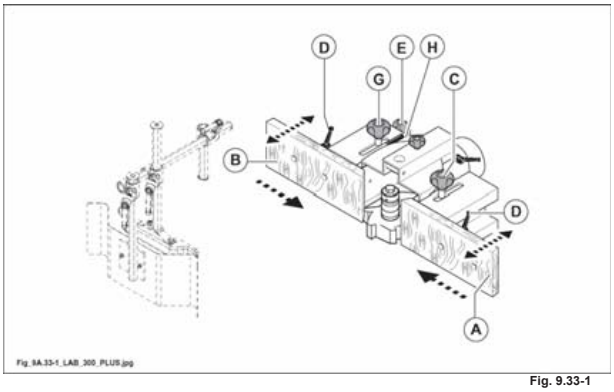

Fig. 9.33-1
Regolazione contemporanea delle guide A e B (fig. 9.33-1).
- Registrare la guida (A fig. 9.33-1) tramite pomello (E fig. 9.33-1) previo allentamento del pomello (C fig. 9.33-1).
- Registrare la guida (B fig. 9.33-1) tramite pomello (E fig. 9.33-1) previo allentamento del pomello (G fig. 9.33-1).
- Le semiguide (A e B fig. 9.33-1) devono essere il più vicino possibile all'utensile (circa 2-3 mm). Per effettuare questa regolazione agire sulle maniglie (D fig. 9.33-1) poste dietro alle rispettive semiguide.
Leggere lo scostamento fra le due tavolette sull'indice (H fig. 9.33-1). Quando l'indice è posizionato sullo "0" le guide sono allineate fra di loro.
- A regolazione eseguita serrare i pomelli C e G (fig. 9.33-1).